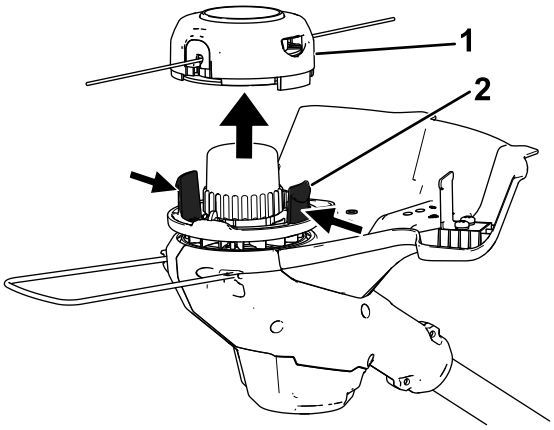

**Figure 17**
2. Appuyez simultanément sur les languettes de chaque côté de la tête de coupe, et déposez le couvercle et la bobine (Figure 17).